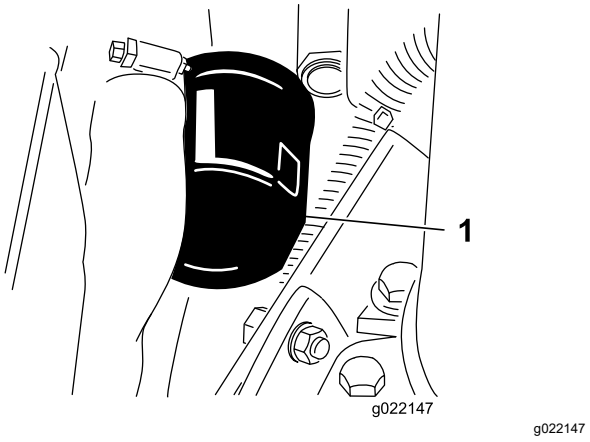

Figur 52
3. Ta av oljefilteret (Figur 52).